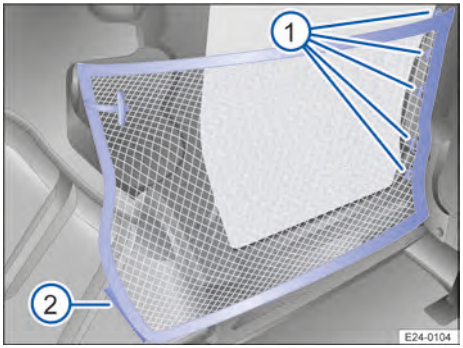

Bilde 138 Festet sikringsnett.
3. Hekt de fem festeringene i festene på seterammen → Bilde 138 ① på den fleksible skilleveggen.
4. Fest bakre nedre del av sikringsnettet til borrelåsen → Bilde 138 ②.